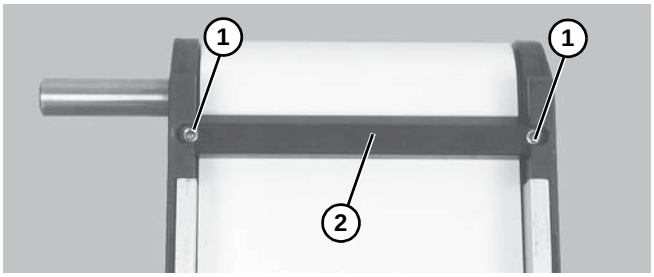

Figure 36
13. If equipped, re-install bottom wipers **(Figure 36, item 1)**: Install wiper **(Figure 36, item 2)** then install screws.